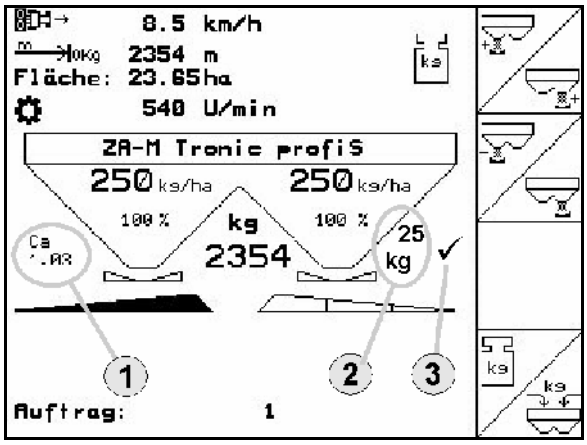

Fig. 26
(1) current calibration factor (Fig. 26/1).
(2) quantity dispensed since last online calibration, Online scales active.
(3) Calibration factor is steady
→ The display (Fig. 26/1, 2, 3) will go out.
→ Spreading will continue with the calibration factor displayed (Fig. 26/1).